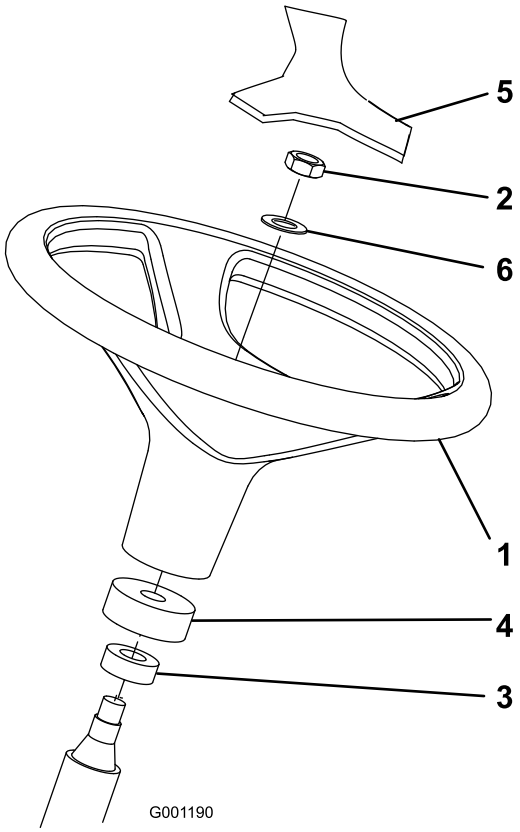

Figur 3
1. Fjern rattet fra transportgliderammen (Figur 3).
Merk: Kontroller at skumkragen og støvdekselet sitter på styreakselen (Figur 3).
3. Før rattet og skiven inn på rattstammen (Figur 3).
5. Monter dekselet på rattet (Figur 3).